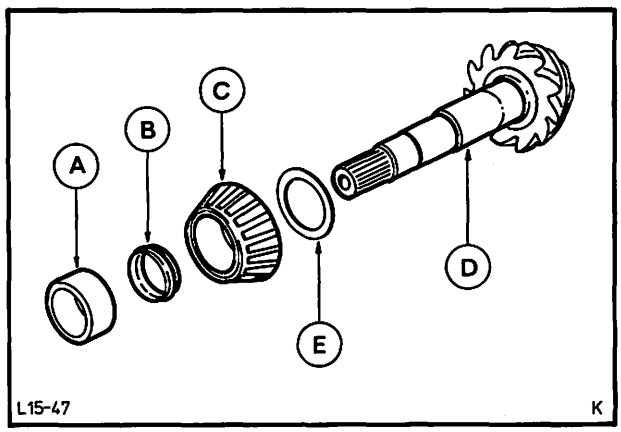

Abb. 75 Einzelteile – Antriebskegelrad
36. Antriebskegelrad mit neuer Spannhülse in das Achsgehäuse einsetzen. Laufbüchse für Radialdichtring auf Verschleiß prüfen, evtl. umgekehrt einsetzen oder erneuern, Abb. 75. Gewinde – Antriebskegelrad sorgfältig reinigen. **Neue** selbstsichernde Mutter in der Mitte der Gewindehöhe an drei gleichmäßig am Umfang verteilten Punkten mit „Loctite 275" beschichten. Mutter wie folgt aufschrauben: